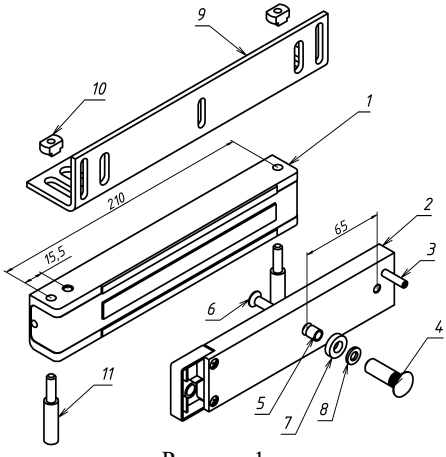

Рисунок 1
3.1 Комплект поставки (рисунок 1):
- корпус (1) ..... - 1 шт.
- якорь (2) ..... - 1 шт.
- комплект крепления якоря: штифт (3), втулка (4), втулка проходная (5), винт М6х35 (6), кольцо уплотнительное (7), шайба (8).
- Уголок 300-400Р (9) .....-1 шт.
- втулка (10) ..... - 2шт.
- винт (11) ..... - 2 шт.